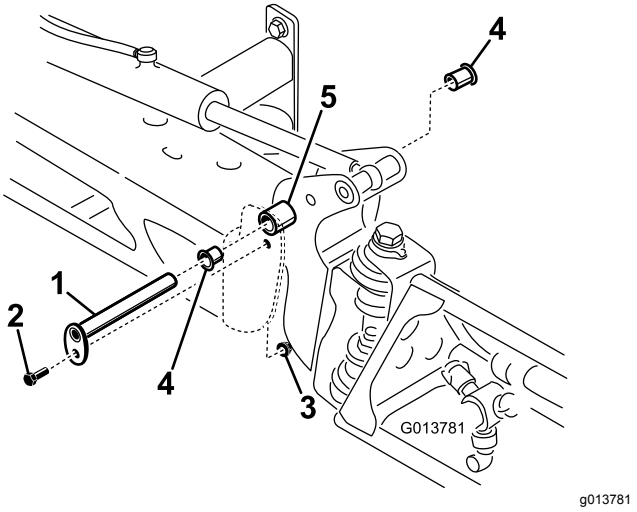

Figur 98
3. Når bommens vekt er støttet, fjern skruen og mutteren som fester svingbolten til bomenheten (Figur 98).
4. Fjern svingbolten (Figur 98).
6. Fjern og kontroller nylonhylsene fra for- og baksidene på svingbraketten (Figur 98).
8. Monter bommen og svingbrakettenheten på den midtre rammen, og innrett åpningene (Figur 98).